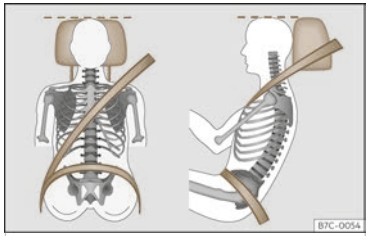

Fig. 17 Correct belt web and headrest positions
as the top of your head, as close to eye level as possible[1] >>> page 122. Keep the back of your neck as close as possible to the headrest >>> Fig. 17.
- Adjust the seat lengthwise so that you can press the pedals fully down with your knees slightly bent and there is a distance between the knee area and the dash panel of at least 10 cm (4 inches) >>> Fig. 17.